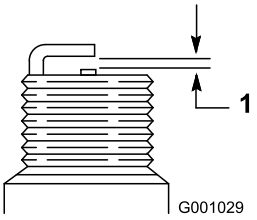

Figur 53
7. Indstil mellemrummet mellem elektroderne på et nyt tændrør til 0,76 mm (Figur 53).